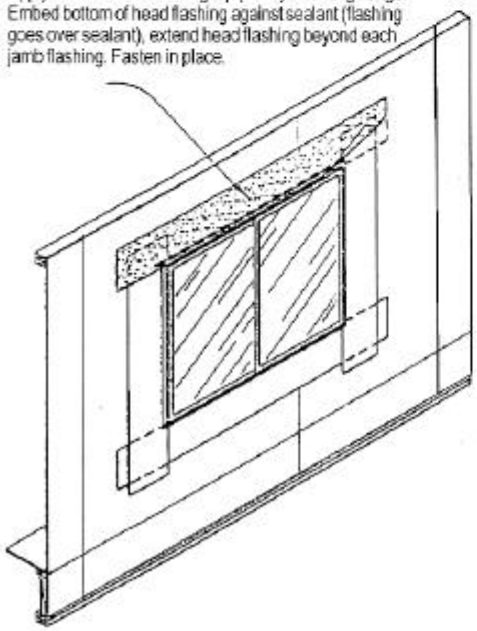

Fig. 6. Primary Weather Barrier Application by Others
5.5.5 Where weather-resistant building paper, insulating board, or other materials *by other trades* may constitute the primary weather barrier behind the exterior wall finish (i.e. stucco, masonry, siding, etc.), Owner/General Contractor is responsible to ensure that the weather barrier is continuous by effectively sealing the material to the window frame. (See Figure 6)
5.6.2 Some exterior wall finishes require additional sealing between the perimeter of the window frame and adjacent finish wall material. Owner/General Contractor is responsible for identifying the need for any additional sealant which will be applied *by others*. Such sealant shall be elastomeric material, compatible with window framing and adjacent wall materials. (See Figure 6)